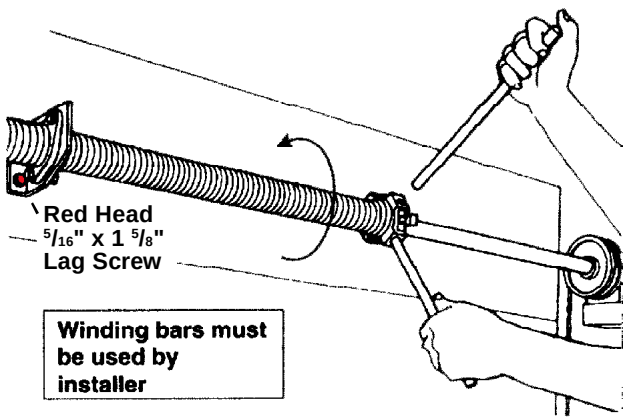
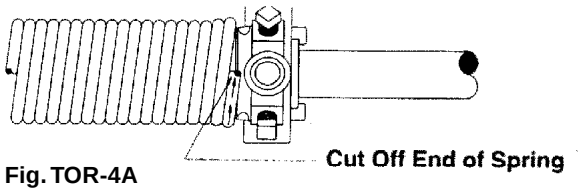

Fig. TOR-4
Fig. TOR-4A
**NOTE:** Red coated fasteners must be installed for the attachment of center bearing plate to indicate this part will be under extreme tension once spring is wound. (FIG. TOR-4)
Draw a chalk line across the spring(s). This will be used to indicate the number of turns on the spring(s). After inserting the two winding bars all the way into the winding cone, wind the springs $^1/_4$ turn at a time in an upward direction as shown in FIG. TOR-4. The number of turns is shown in the table in FIG. TOR-1. The tail of the torsion spring coil points in the direction that the spring is wound. (FIG. TOR-4A)